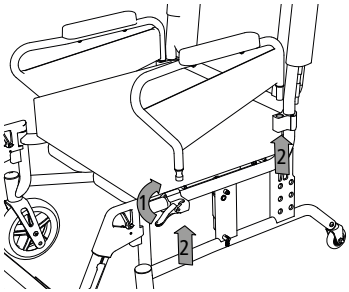

fig. 24
1. Pour cela, relâcher le levier de blocage du collier de fixation avant (1, fig. 24) en le tirant vers le haut.
2. La partie latérale est maintenant déverrouillée et peut être retirée par le haut (2, fig. 24).